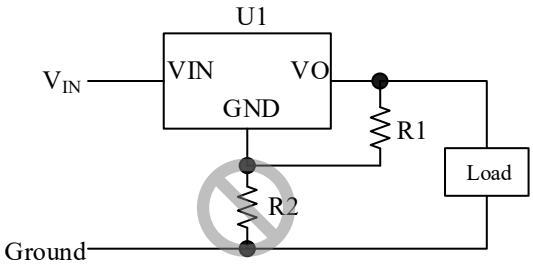

Figure 14-2. Output Voltage Setting
- The output voltage setting resistor is connected between the GND pin and Ground (see Figure 14-2).